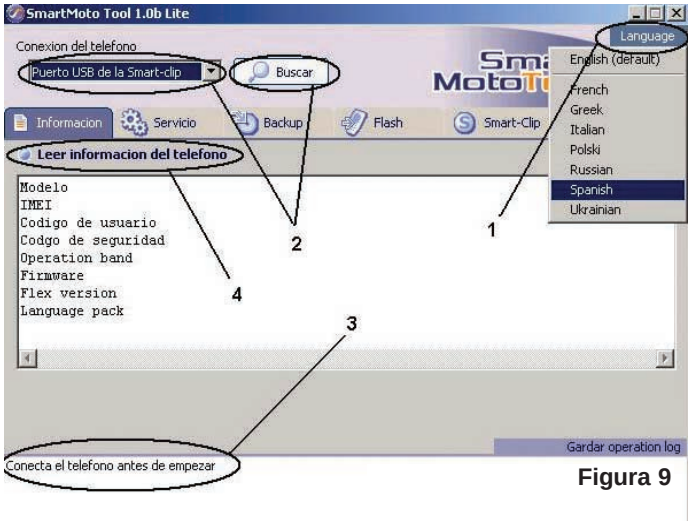

Figura 9
3. Para verificar que la conexión ha sido satisfactoria, verificaremos el nro. de serie de nuestro clip y la versión de firmware del mismo (Vea la figura 9).